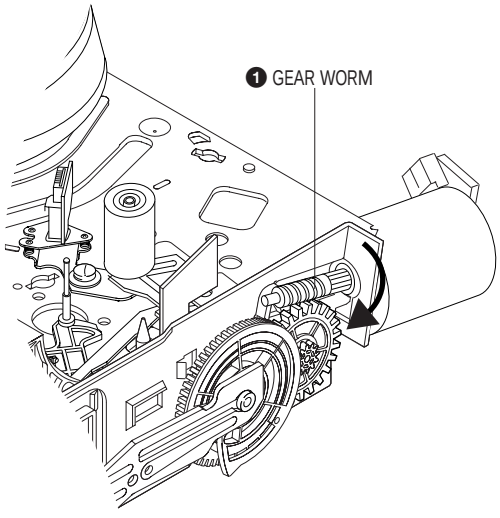

Fig. 2
1) Turn the Gear Worm ❶ clockwise in the direction of arrow with screw driver. (See Fig. 2)
3) Rotate Gear Worm ❶ clockwise using screw driver again up to the state of eject mode and then pick out the tape. (Refer to Fig. 2)